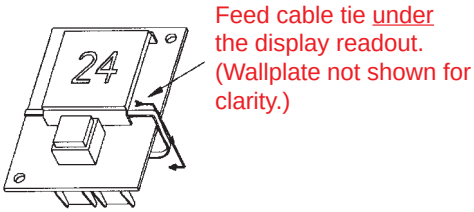

Figure 6
Step 14. See Figure 6. If using 9 volt battery, a cable tie should be installed to secure battery. The tie should not be too tight to prevent battery replacement.